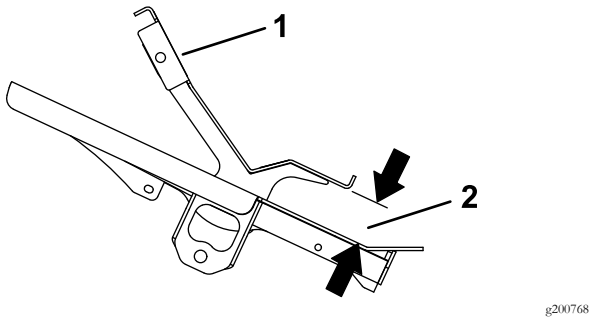

Figur 8
3. Flytta gaspedalen till neutralläget och justera stångändens lager genom att föra det inåt eller utåt för att få det mått som visas i Figur 8.